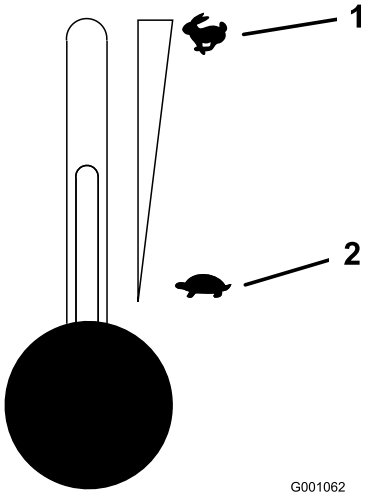

Figur 14
5. Flytt gasspaken til midtre stilling (Figur 14).
2. Flytt gasspaken til midtveis mellom til stillingene Hurtig og Sakte (Figur 14).